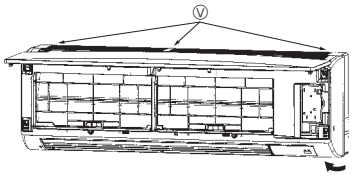
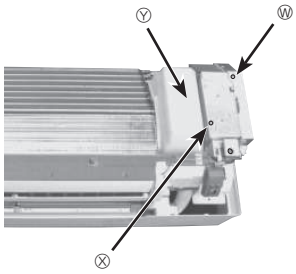

Fig. 6-3
Fig. 6-4
③ Suelte 3 ganchos. (Fig. 6-3)
④ Sujete el panel por los extremos inferiores y tire ligeramente hacia usted; a continuación, extraiga el panel empujándolo hacia arriba.
⑤ Retire las cubiertas frontal y lateral de la caja eléctrica (1 tornillo cada una). (Fig. 6-4)
⑥ Quite el corte de agua. (Fig. 6-4)